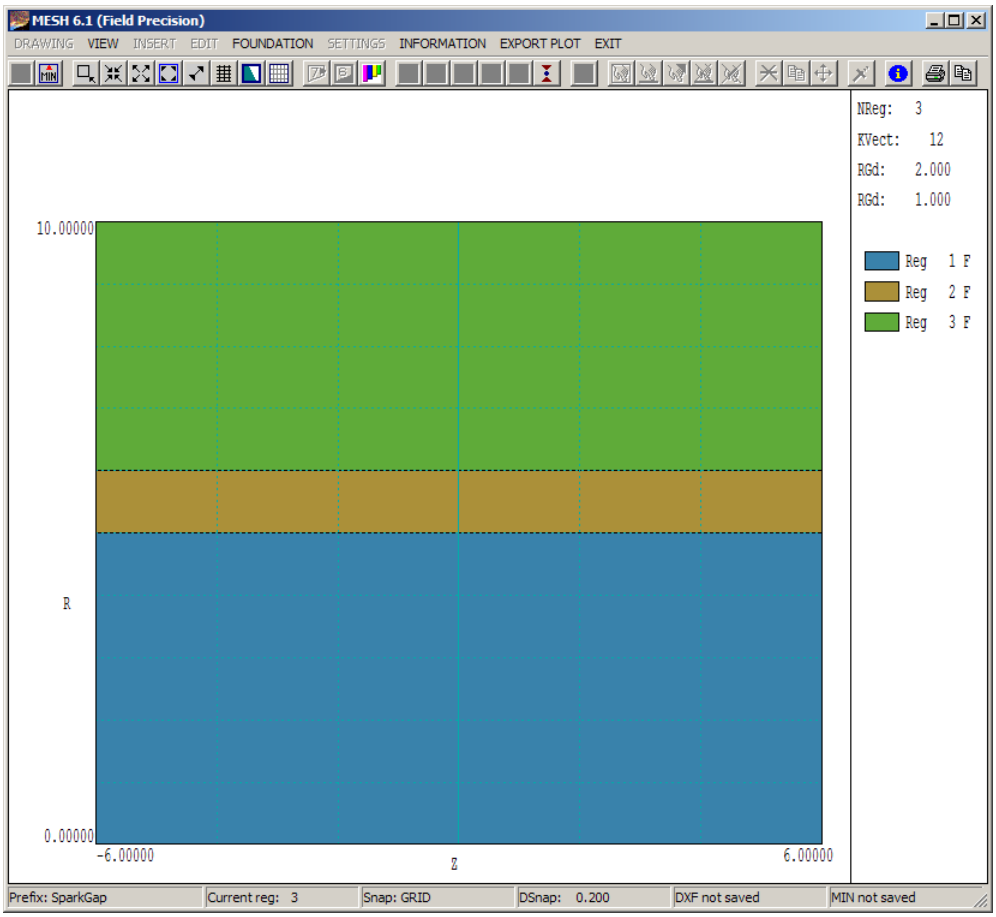

Figure 10: Appearance of Regions 1,2 and 3 in the fill display mode.
We can check that the *Filled* regions are correct (*i.e.*, the vectors are connected and outline closed areas). Click on the menu command *Information/Show fill status* or use the tool. The screen plot changes from a vector display to one that shows the areas occupied by filled regions (Fig. 10). Note that all menu commands for entering and editing vectors have been deactivated. The program must be in the vector-display mode to create new entities. Click on the command again to return to the vector mode. This is a good point to backup your work using the *Drawing/DXF/Export* command.
- Checking that the region order correctly implements overwriting. For example, in Fig. 10 note how the electrodes over-write the space shared with the gas, ceramic and oil regions.